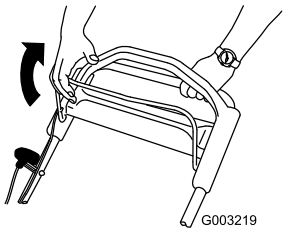

Bild 13
3. Halten Sie den Schaltbügel gegen den Griff gedrückt (Bild 13).